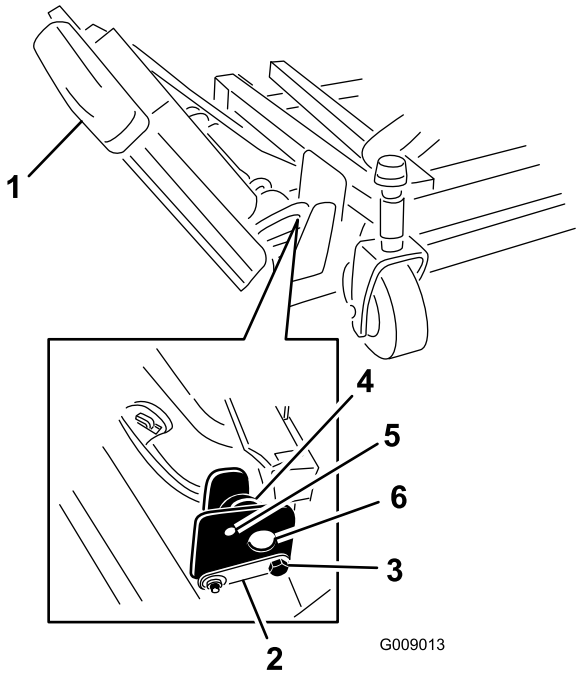

**Figur 3**
1. Fjern de møtrikker, der fastgør de forreste og bageste stopbolte på højre vingeskjolds monteringspunkter (Figur 3).
2. Mens højre vingeskjold understøttes, fjernes de forreste og bageste stopbolte fra skjoldets monteringspunkter (Figur 3).